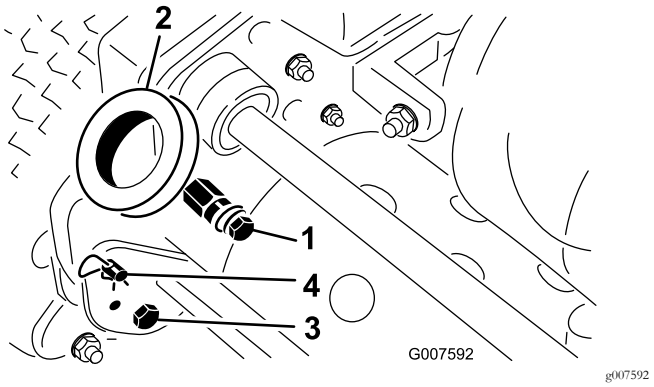

**Figur 2**
1. Afmonter boltene, låsemøtrikkerne og spændeskiverne, der fastgør bunden af håndtagets arme til hver side af maskinen (Figur 2).
2. Afmonter låseclipsene og ringpindene, der fastgør håndtagets arme til stellets bagende (Figur 2).
3. Sæt håndtagets ender gennem hullerne i håndtagsarmene, og juster hullerne ind efter monteringstapperne (Figur 2).
1. Fjern låseclipsene fra ringpindene på hver side af maskinen (Figur 2).
2. Fjern ringpindene fra hver side, mens du understøtter håndtaget, og hæv eller sænk håndtaget til den ønskede betjeningsposition (Figur 2).